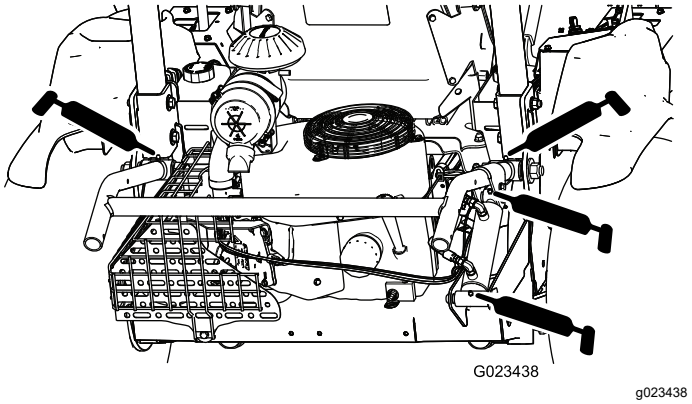

Rysunek 36
- Podnośnik osprzętu (4) — Rysunek 36